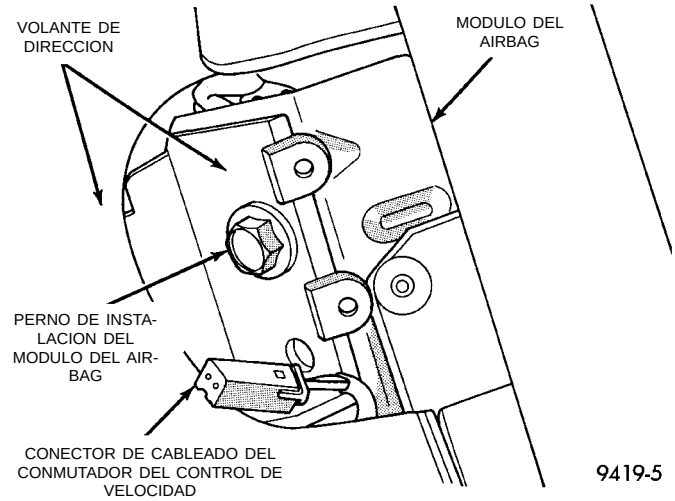

Fig. 9 Pernos de instalación del módulo del Airbag
(6) Retire los 2 dispositivos de fijación, uno a cada lado del volante de dirección, que fijan el módulo del sistema Airbag al volante (Fig. 9).